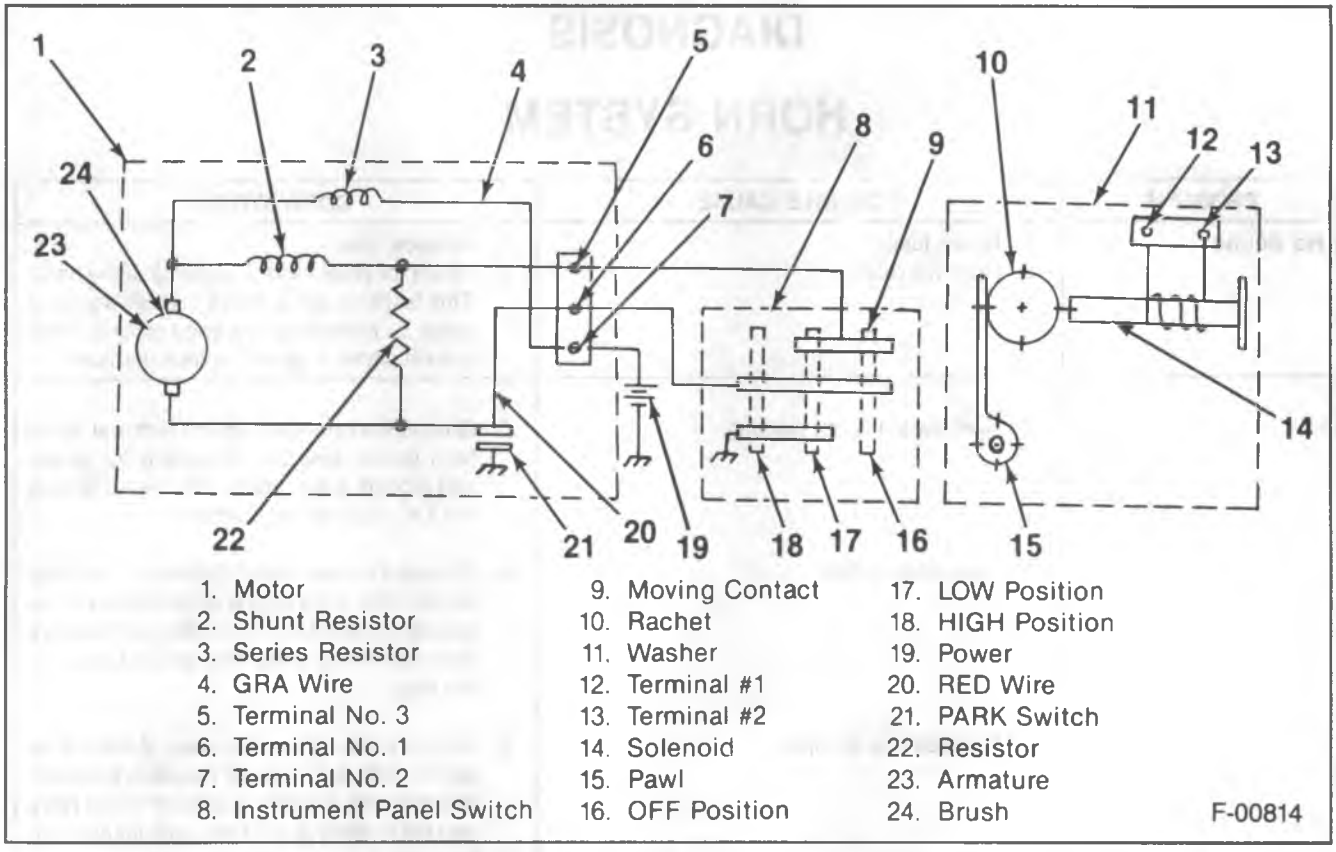

Figure 4—P-Motorhome Model Wiper Diagram
Turning the wiper switch to the LO speed position completes the circuits from the wiper terminals 1 and 3 to ground (figure 4). Current then flows from the battery via wiper terminal No. 2 through the series field and divides; (1) part of the current passes through the armature to ground via wiper terminal No. 1 to the wiper switch and (2) the second part passes through the shunt field to ground through wiper terminal No. 3 to the wiper switch. The wiper switch must be securely grounded to body metal.